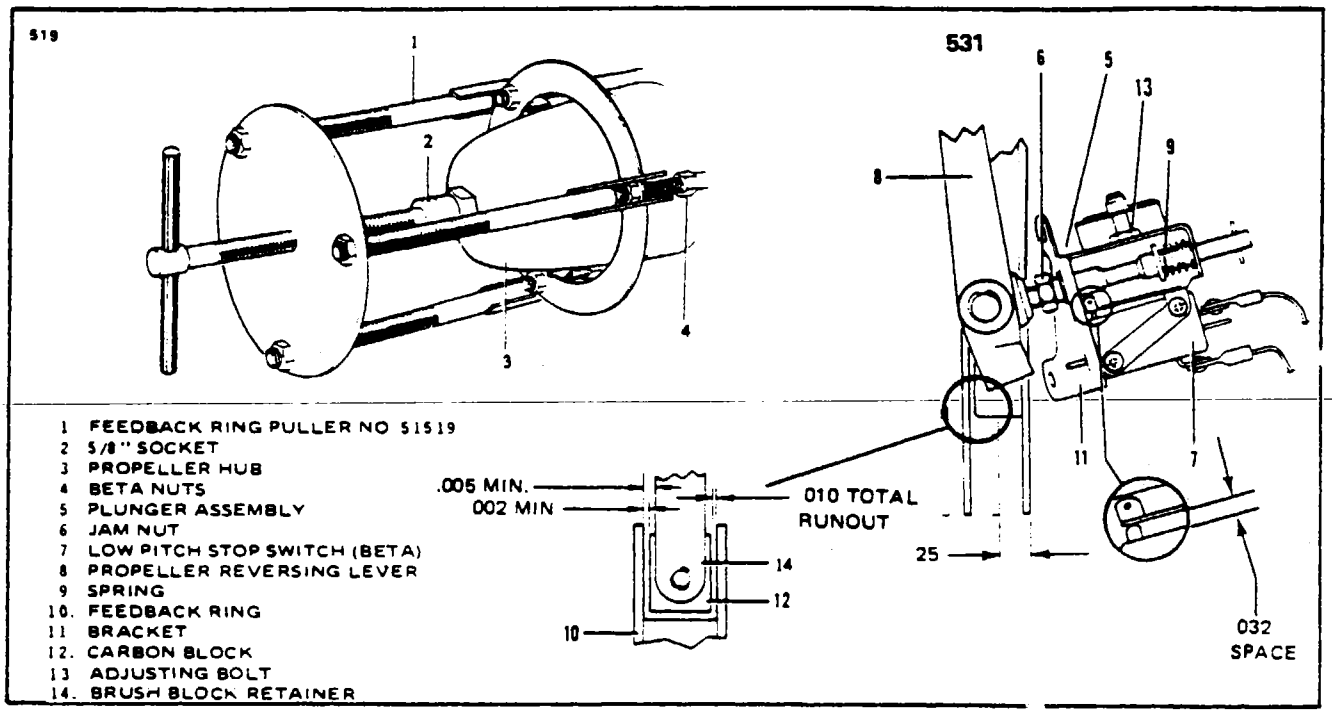

Figure 8A-9. Low Pitch Stop Switch Adjustment
2. Using calipers measure the distance between seal nut (42) and beta stop (44).
3. Back seal nut (42) off and measure distance to end of threads.
4. Count the number of control pivot threads (47) engaged in rod end (48)
h. Connect control cables to pedestal throttle lever per Figure 8A-8, Sketch F
i. Install control cables to power lever arm as shown in Figure 8A-8, Sketch A. Use measurements obtained in Step c, above.
8A-55 PRE-RUN RIGGING AND ADJUSTMENT OF POWER CONTROL (AIRFRAME TO ENGINE INTERCONNECT). (Refer to Figure 8A-8.)